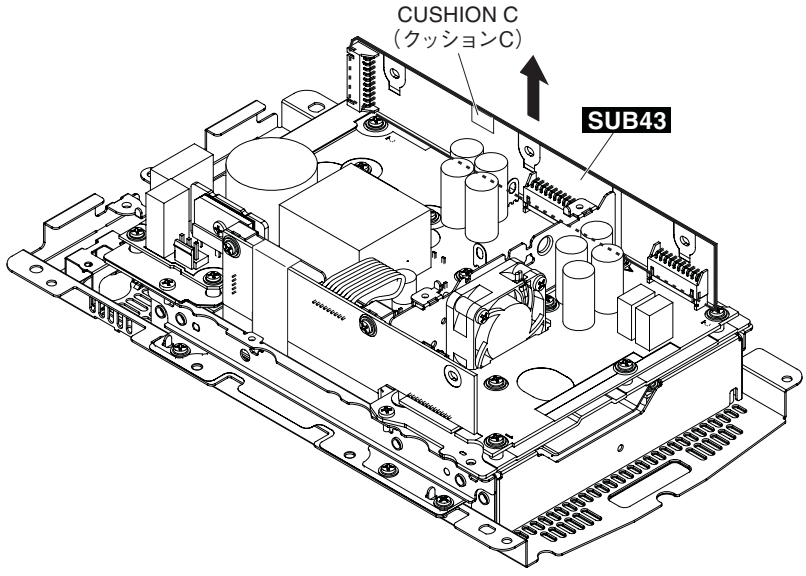

Fig.B-7（図B-7）
B-7-5 Pull out the SUB43 circuit board in the direction of the arrow in the figure. (Fig. B-7)
* ***The cushion C are not parts of the SUB43 circuit board. When replacing the SUB43 circuit board, remove the cushion C from the SUB43 circuit board and install them to the new circuit board. (Fig. B-7)***
B-7-5 SUB43 シートを図の矢印の方向へ引き抜きます。(図 B-7)
※ クッション C は SUB43 シートの構成部品ではありません。SUB43 シートを交換する際には取り外して、新しいシートに取り付けてください。(図 B-7)